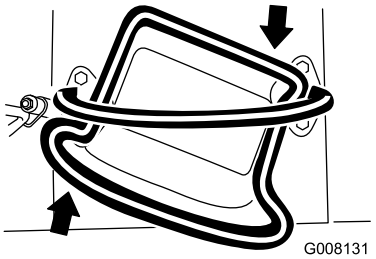

Figur 11
- Vrid drivreglaget medurs för att svänga åt höger (Figur 11).